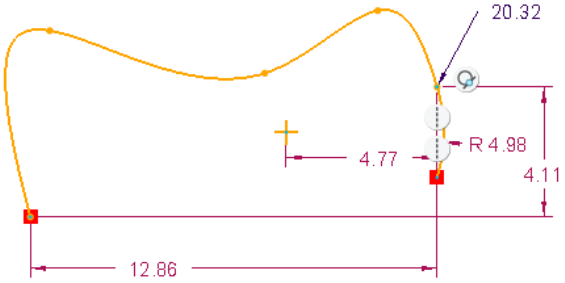

Figure 3-14 *Radius of curvature dimensioning*
3. Press the middle mouse button to place the dimension. Figure 3-14 shows the radius of curvature dimensioning of a spline.